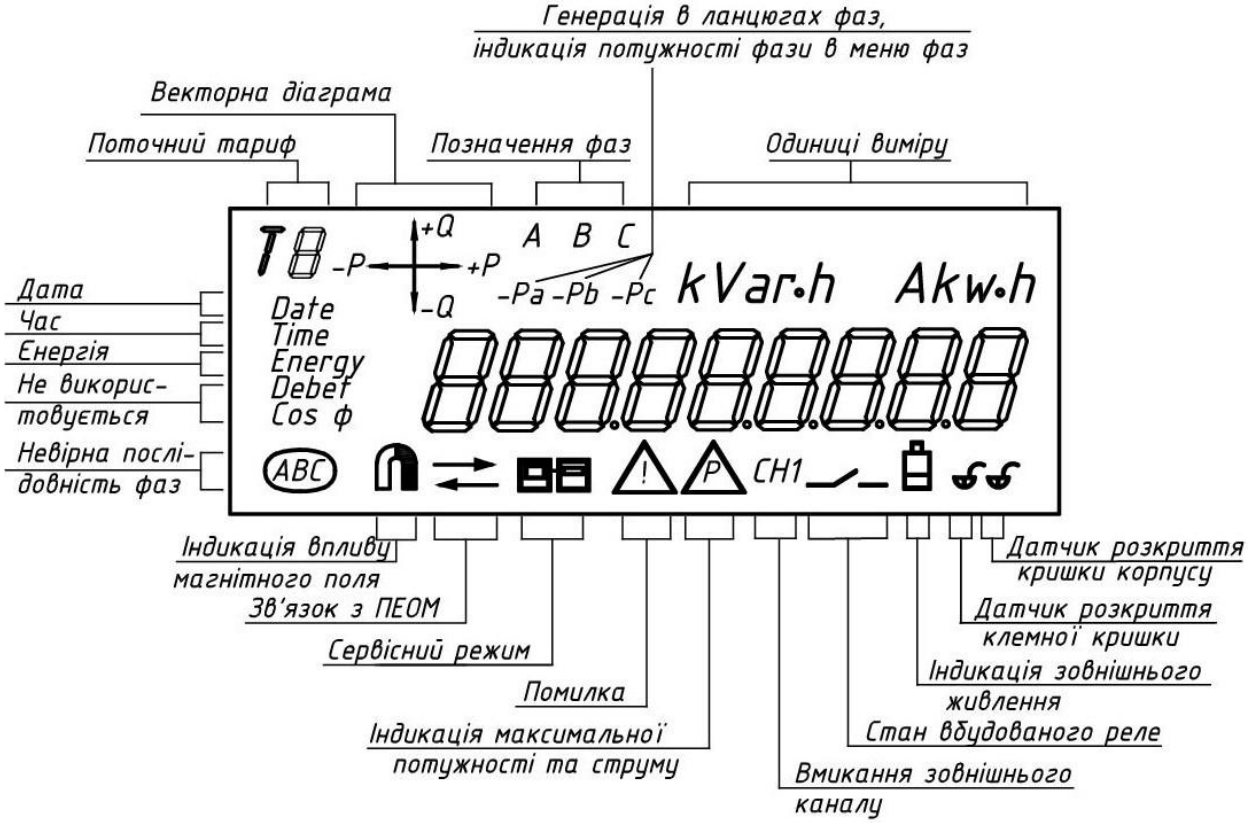

Рисунок 7. Електронний дисплей лічильника
9.1 Лічильник має електронний дисплей (див. рис. 7) – символьний рідинно-кристалічний індикатор (РКІ), на який виводиться вся доступна літеро-цифрова інформація. Коли лічильник в «Основному режимі» роботи, то на РКІ у циклічному режимі виводяться рядки параметрів, запрограмовані за допомогою ПЗ «Meter Manager». Повністю меню лічильника (див. табл. 5) можливо переглянути при натисканні кнопки «MOD» (РЕЖИМ).